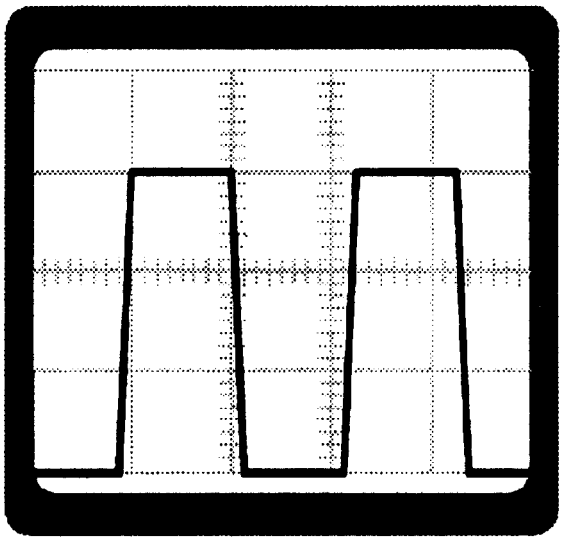

Figure 3. Typical Calibration Signal
(1) Adjust FOCUS and INTENSITY controls for a well-defined trace of the desired intensity.
(2) Set READ-CAL switch to CAL position. Adjust the vertical position control until trace is on the bottom line.
(3) Adjust HORIZ POS and VERT POS controls to place the CAL signal on the third line above the bottom graticule horizontal line (figure 3).
(4) Set READ-CAL switch to READ.
(1) Set engine speed switch to zero.
(2) Adjust FOCUS and INTENSITY controls for a well-defined trace of the desired intensity.
(3) Set READ-CAL switch to CAL position. Adjust the vertical position control until trace is on the bottom line.
(4) Adjust HORIZ POS and VERT POS controls to place the CAL signal on the third line above the bottom graticule horizontal line (figure 3).
(5) Set READ-CAL switch to READ.